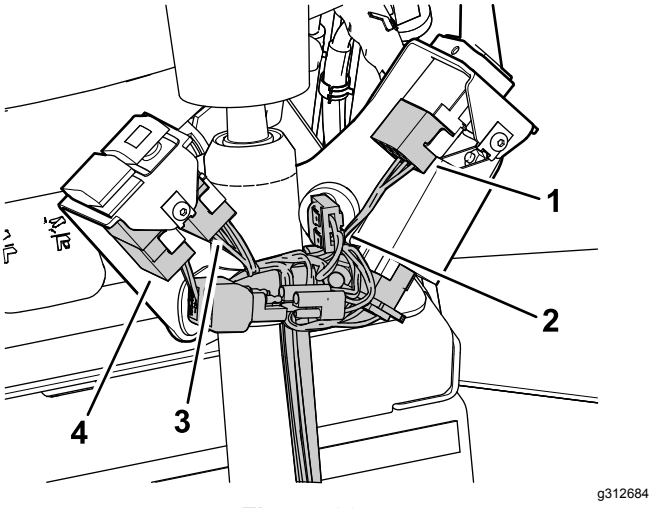

Figure 28
15. Branchez les connecteurs aux interrupteurs de la centrale clignotante, de l'avertisseur sonore, des clignotants et des feux de détresse (Figure 28).